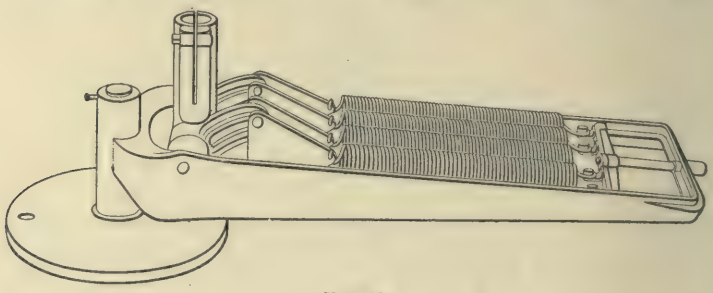

FIG. 20.
**17. The Anderson Base.**—Fig. 20 shows a style of base similar in action and design to the T. H. base. Its method of adjustment is also the same.